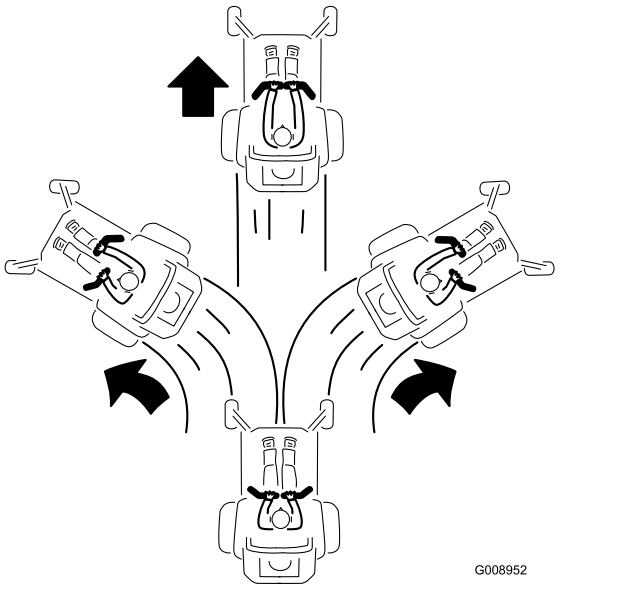

Figuur 23
2. Om vooruit te rijden, duwt u de rijhendels langzaam naar voren (Figuur 23).